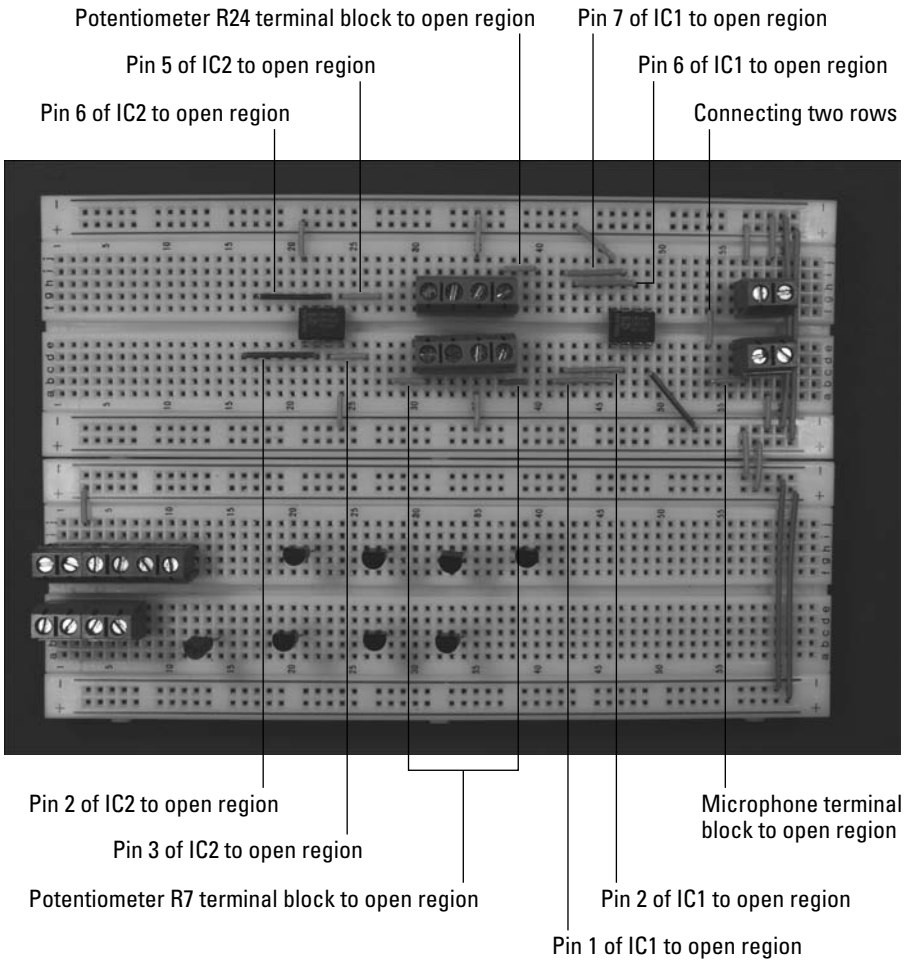

Figure 5-8: Hook up the IC, terminal blocks, and discrete components.
5. **Insert wires to connect the ICs, terminal blocks, and discrete components, as shown in Figure 5-8.**